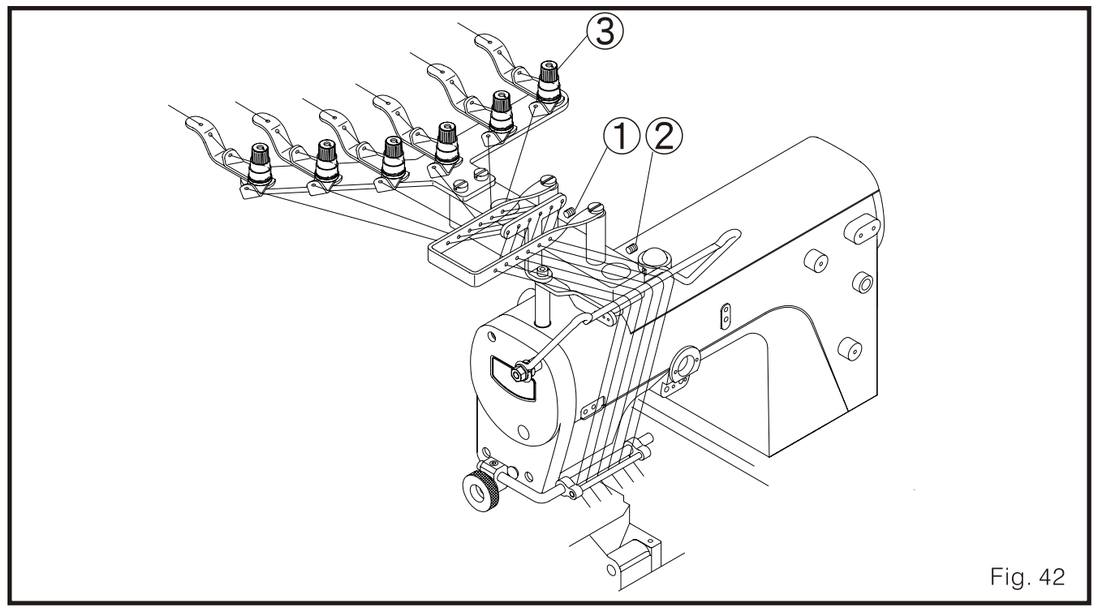

Fig. 42
1. Cambiando la altura del FSM34J, este puede ajustarse el volumen de hilo del ribeteador decorativo. Esto puede ser ajustado girando los tornillos 1 y 2 (Fig. 42)